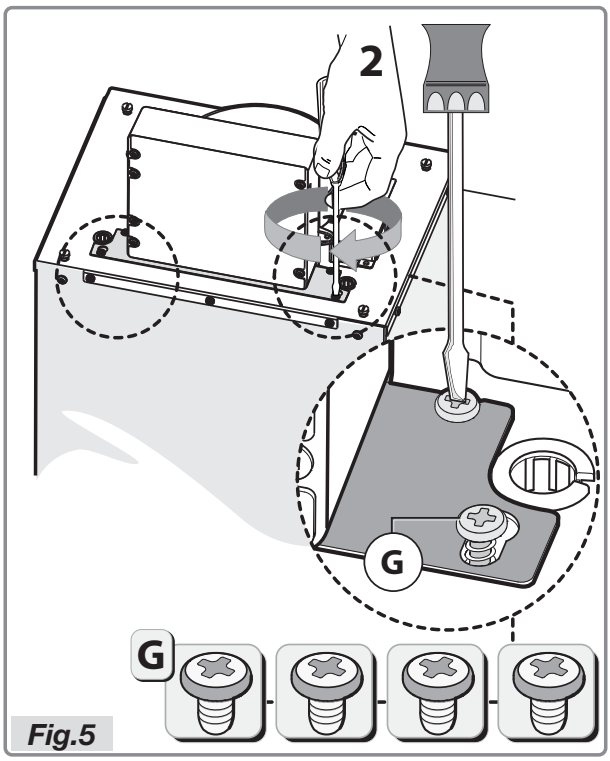

Fig.5
- Bevestig de beugel met de vier schroeven **G**, zoals weergegeven in Fig. 5.